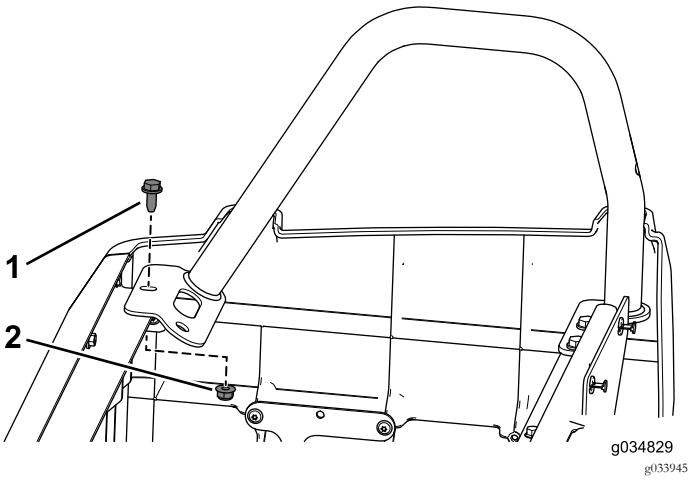

Figur 50
1. Bruk flensbolten (3/16 x 3/4 tomme) og flensmutteren som du fjernet tidligere, til å feste den høyre, bakre hoftestøtten til den bakre setebasen (Figur 50).